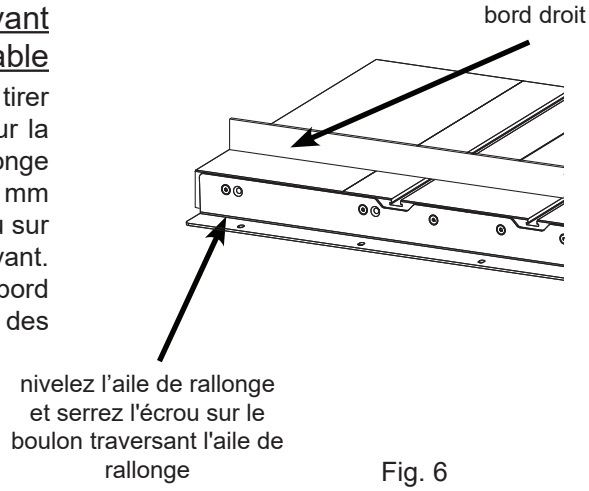

Fig. 6
6. Utilisez un bord droit pour niveler le bord avant de l'aile de rallonge gauche au dessus de la table en fonte (voir Fig. 6). Il se peut que vous ayez à tirer ou à pousser sur le bord extérieur de l'extension pour la mettre à niveau. Une fois le bord avant de l'aile de rallonge gauche de niveau, utilisez une clé hexagonale de 5 mm et une clé de 13 mm pour serrer complètement l'écrou sur le boulon qui fixe l'aile de rallonge gauche au rail avant. Répétez cette procédure pour mettre à niveau le bord avant de l'aile de rallonge droite et les bords arrière des ailes de rallonge gauche et droite.